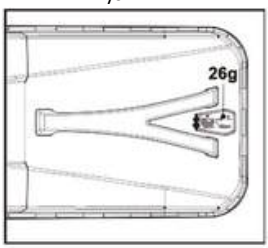

rys. 15
2. Gdy właz (26g) jest zamknięty, kosz (26) jest pełny i należy go opróżnić (rys. 15).